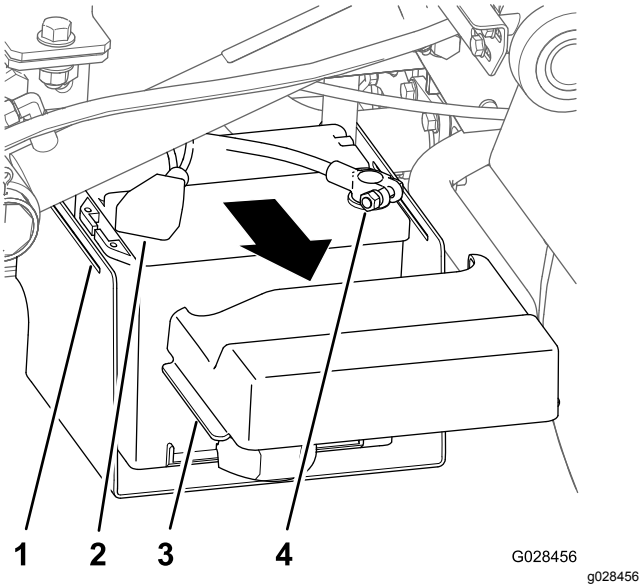

Figur 15
1. Klem siden på batteridekselet for å løsne tappene fra slissene på batteribasen, og fjern batteridekselet fra batteribasen (Figur 15).
2. Skyv dekslet bakover og ta ut den negative batteriklemmen fra batteriet (Figur 15).
3. Ta ut den positive batteriklemmen fra batteriet (Figur 15).